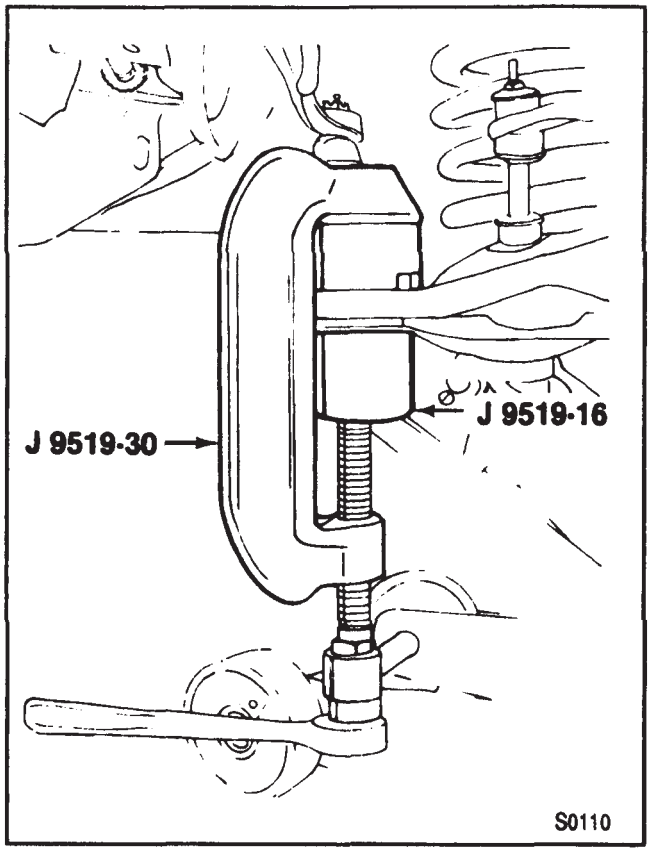

Figure 16-Installing the Lower Ball Joint
1. New ball (69) joint into the lower control arm (40).
- Press in the ball joint using tools in figure 16. The ball joint will bottom on the control arm.